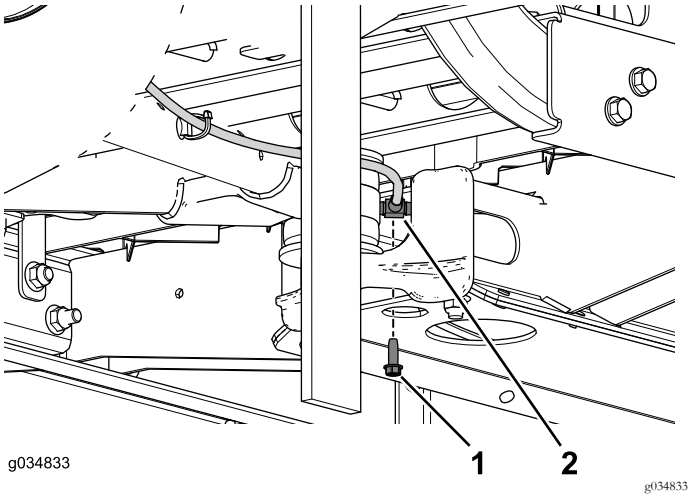

Figura 66
6. Rimuovete la vite autofilettante che fissa il raccordo a T al canale centrale (Figura 66).